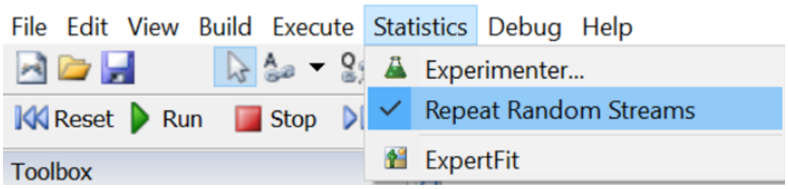

Figure 1c: FlexSim Menu
**Q7.** Referring to the menu bar (Figure 1c) in FlexSim software, what will happen if you uncheck 'Repeat Random Streams' under Statistics?